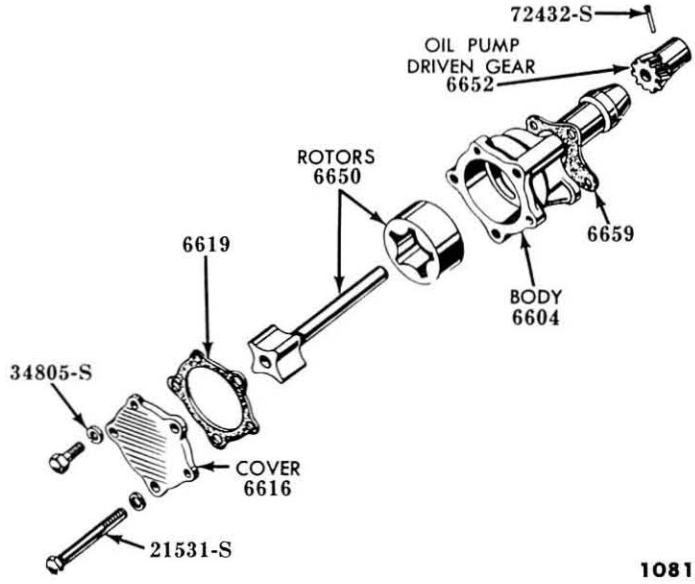

Fig. 15—Rotor Type Oil Pump
(2) *DISASSEMBLY.* A disassembled rotor type pump is illustrated in fig. 15. Remove the cover plate. Remove the outer rotor. Remove the pin from the oil pump driven gear. Remove the gear. Remove the inner rotor and shaft.